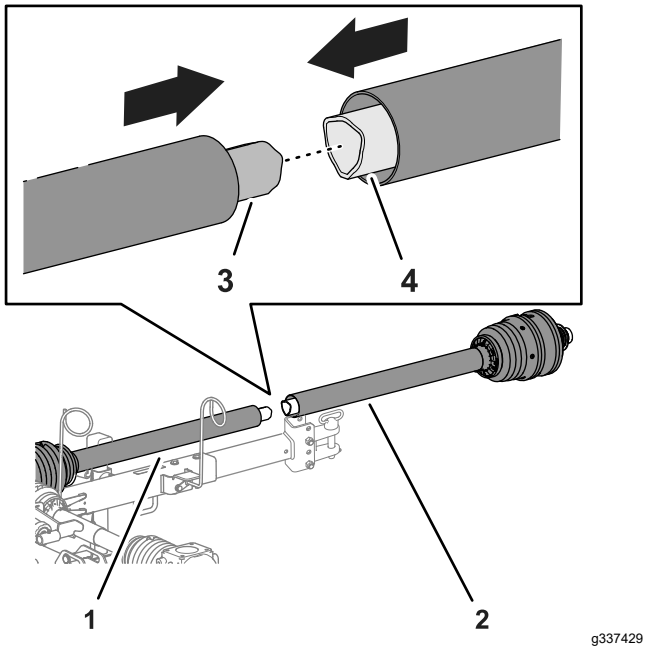

Figur 8
1. Rikta in den bakre kraftuttagsaxelhalvans innerrör med den främre kraftuttagsaxelhalvans ytterrör och dra ihop rören (Figur 8).